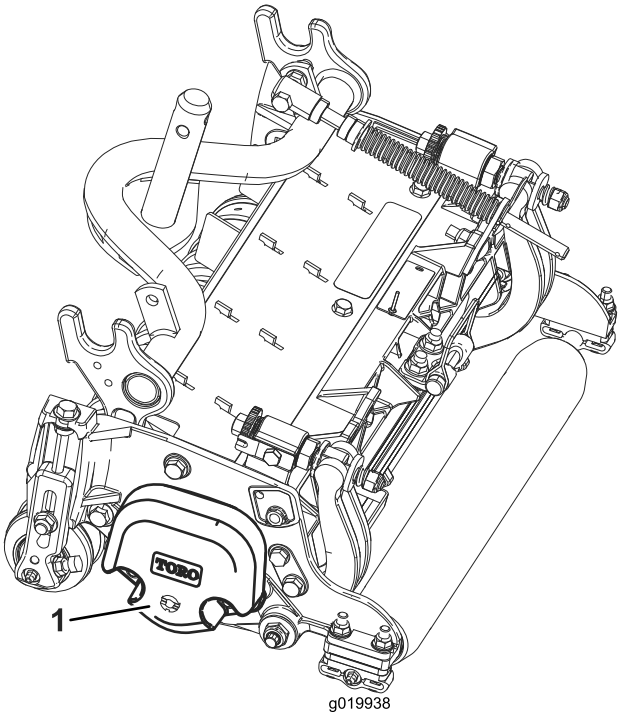

Figuur 3
4. Zorg ervoor dat het contragewicht (Figuur 3) wordt gemonteerd aan het juiste uiteinde van het maaidek volgens de instructies in de Gebruikershandleiding van de maaieenheid.